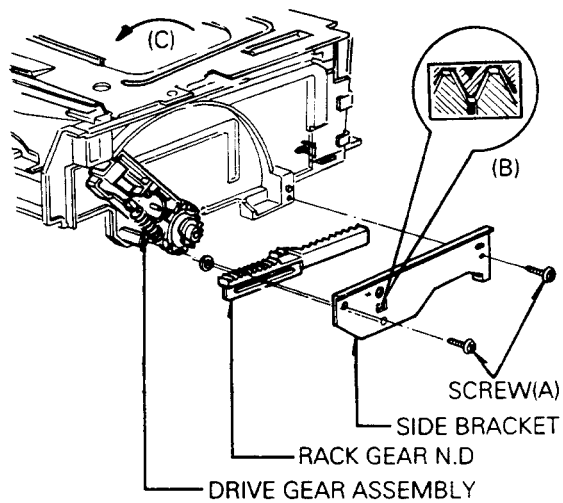

Fig. A-6-1 Side Bracket Assembly
6. Bracket Assembly Side (Fig. A-6-1)